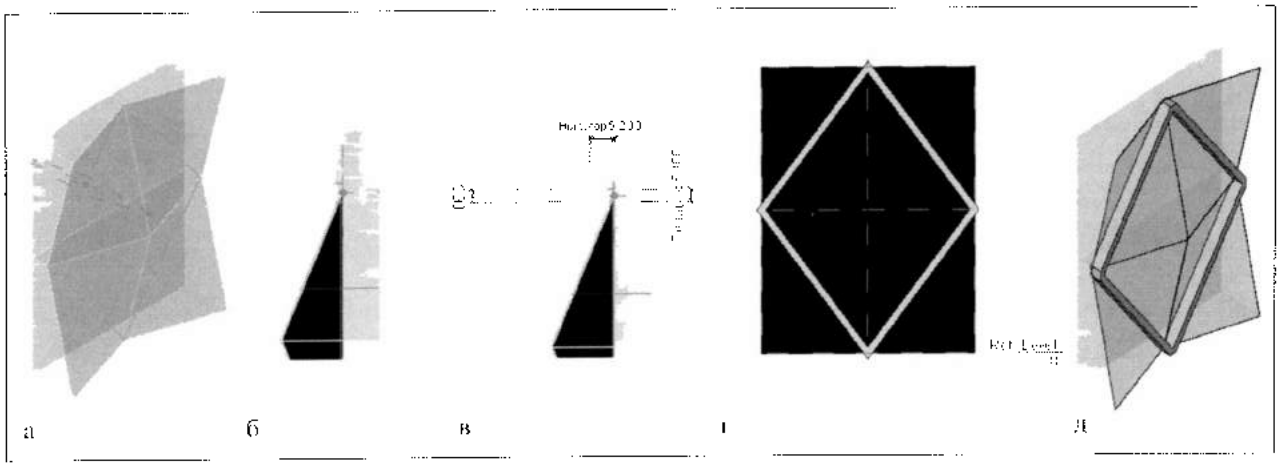

Рис. 16.17. *Создание горбыльков*
7. Добавить горбыльки к панели (рис. 16.17):